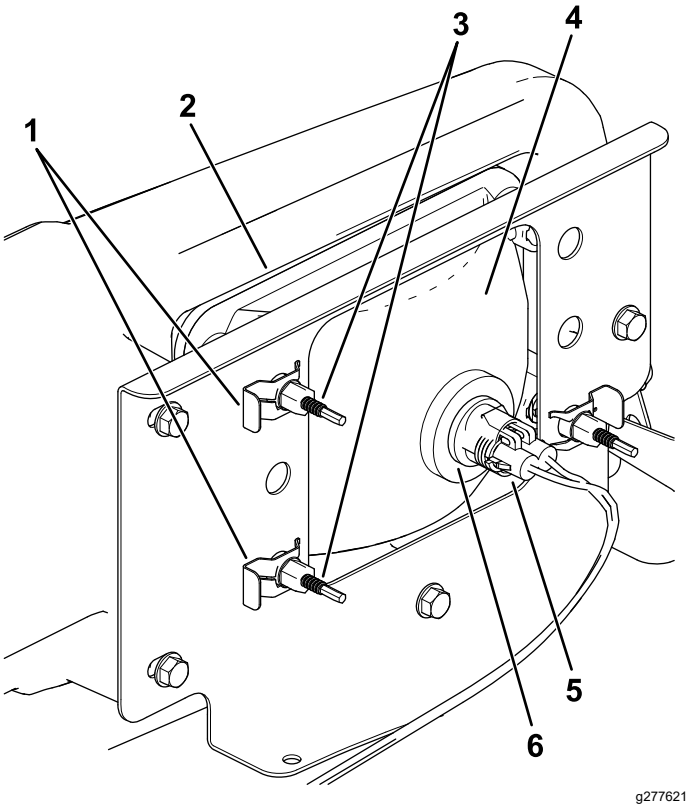

Figur 40
3. Frakobl det elektriske stik til ledningsnettet fra stikket på lampesamlingen (Figur 40).
4. Afmonter klemmerne, der fastgør forlygten til forlygtebeslaget (Figur 40).
5. Fjern forlygteenheden ved at føre den fremad og ud gennem åbningen i forkofangeren (Figur 40).
6. Monter den nye forlygte gennem åbningen i kofangeren (Figur 40).
8. Tilslut det elektriske stik til ledningsnettet til stikket på lampesamlingen (Figur 40).
5. Drej justeringsskruer (Figur 40) bag på forlygteenheden for at dreje forlygteenheden og rette positionen af lygtens lysstråle ind.